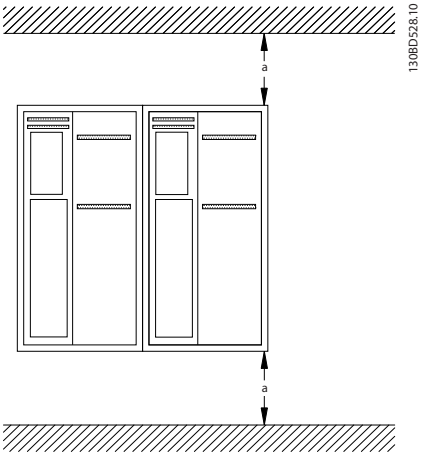

Рисунок 3.2 Свободное пространство для охлаждения верхней и нижней части устройства
- В верхней и нижней части преобразователя следует оставить зазор для доступа воздуха для охлаждения. Требования к зазорам для доступа воздуха см. в *Рисунок 3.2*.